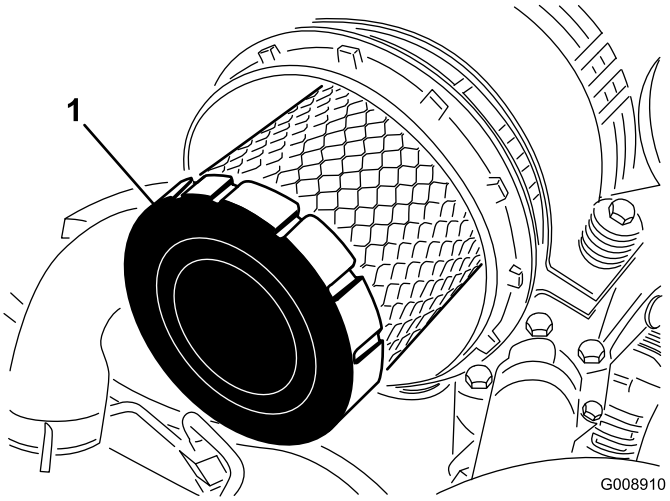

**Figur 60**
4. Ta ut og skift det primære filteret (Figur 60).